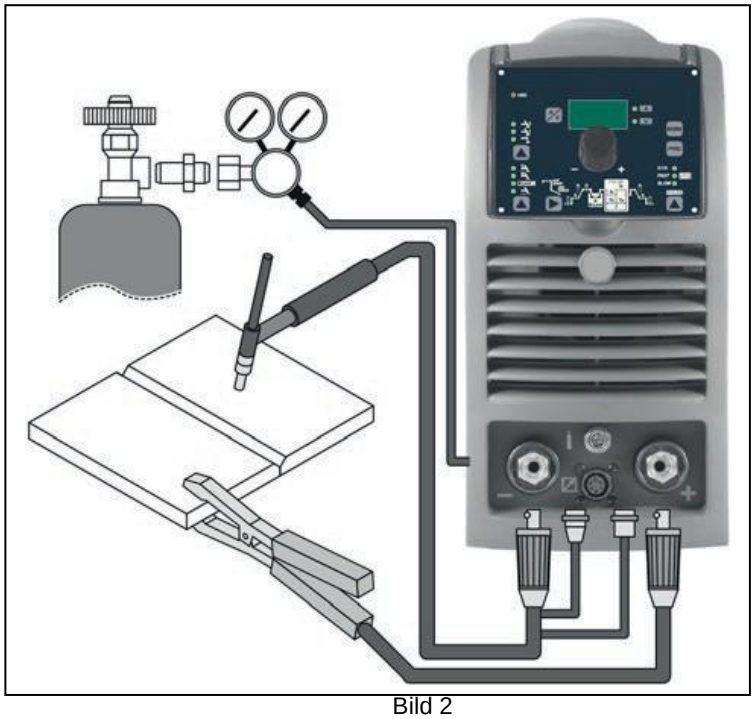

Bild 2
1) Anschluss der Schweißkabel (Bild 2):